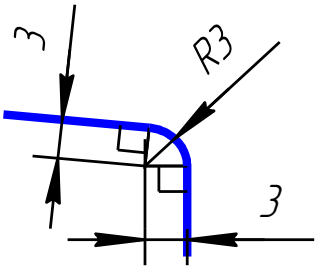

Рисунок 3.26 – Построение сопряжения между прямыми
3. Дуга радиуса 3 – это сопряжение между линией уклона и вертикальной прямой. Строим по правилам построения сопряжения между прямыми (рисунок 3.26).